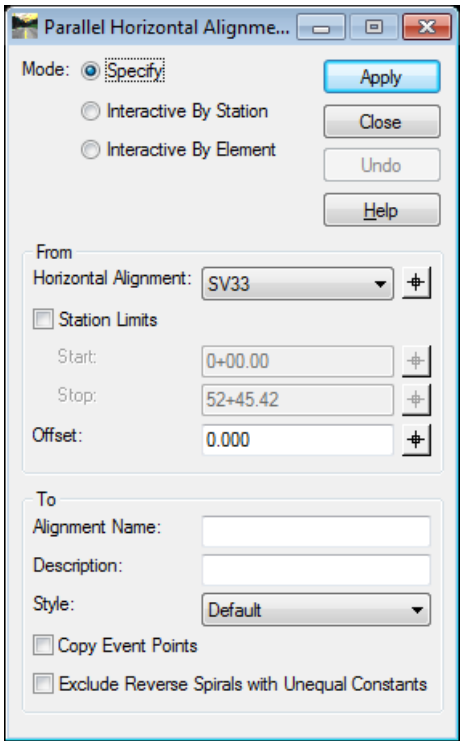

Figure L3-10 Parallel Horizontal Alignment
16.	In InRoads, Select **Geometry ► Utilities ► Parallel Horizontal Alignment.** The **Parallel Horizontal Alignment** dialog opens as shown in *Figure L3-10*. *The Parallel Horizontal Alignment dialog is opened.*